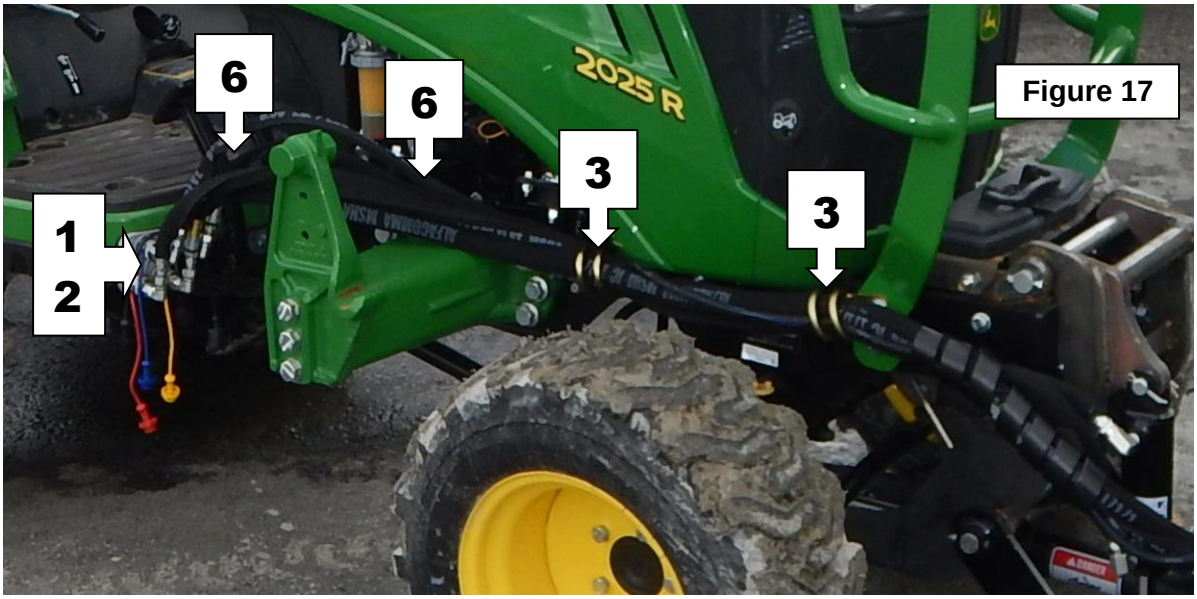

Figure 17
1. Regrouper tous les items énumérés dans le tableau de la figure 17.
2. **Figure 17 :** Insérer les boyaux (items 1 et 2) dans les deux supports de boyaux (items 3). Connecter le boyau de la prise supérieure du cylindre (item 2) à l'accouplement inférieur extérieur de la valve du tracteur et le boyau inférieur du cylindre (item 1) à l'accouplement supérieur extérieur de la valve tel qu'illustré sur la figure 17.
4. **Figure 17 :** Fixer les deux boyaux hydrauliques avec deux attaches de nylon 8" lg. x 4.8mm (item 6) aux endroits indiqués sur la figure et couper l'excédent.